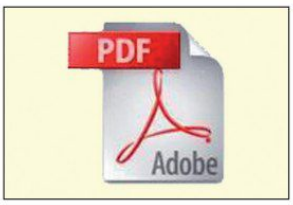

Bild 1: Adobe Logo
b) Nennen Sie die Adresse der Website des Herstellers **(Bild 1)** für den Download: